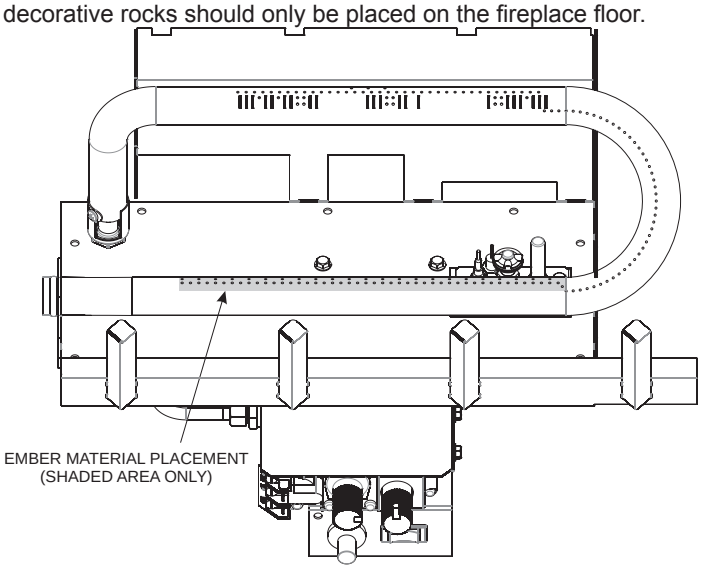

**Figure 72**
4. Place the ember material pieces on the front burner port area. **See Figure 72.**